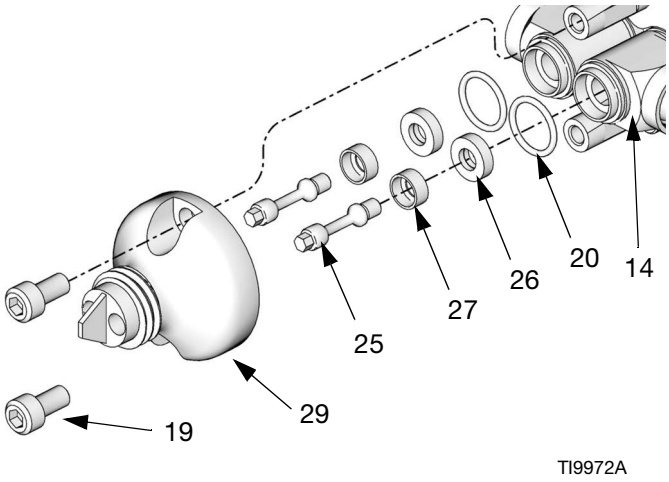
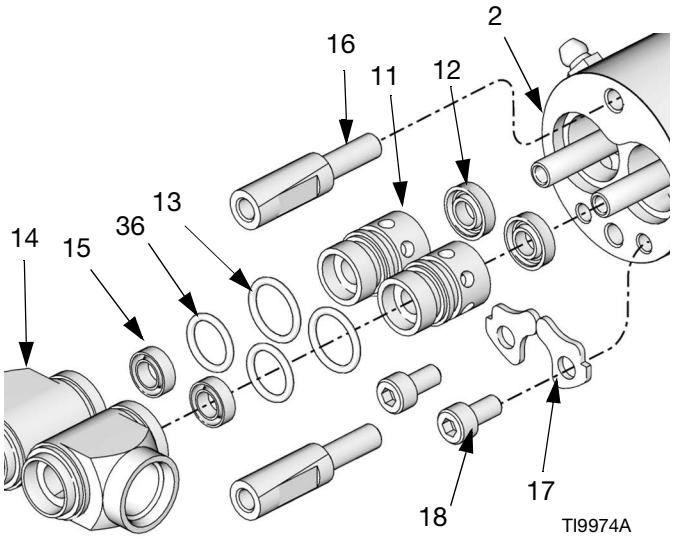

FIG. 5
FIG. 7
3. Skruva bort de två nosstyckeskruvarna (19) och dra bort nosstycket (29) från ventilen. Ta bort nålsätena (27) och o-ringarna (20) på modellerna 255179 och 255181. Se FIG. 5.
4. **Endast 255179 och 255181:** Skruva bort nålen (25) med en 5/32 tum (4 mm) hylsa. Sätt i en dymling i hålet i axeln (5) om den roterar så att den hålls fast och skruva sedan ur nålen. Dra av tätningen (26) från nålen. Gör om för den andra nålen (25).
5. Skruva bort de två vätskehusskruvarna (18) och klämmorna (17) från vätskehuset (14). Dra av vätskehuset (14) från luftcylindern (2) Se FIG. 7.
6. Ta bort lagringarna (11), lager-o-ringarna (36, 13) och de sekundära vätsketätningarna (12, 15).
1. Smörj lagren (11), o-ringarna (13, 36) och tätningarna (12, 15). Sätt på o-ringarna (13, 36) på lagringarna. Sätt försiktigt in tätningarna (12) i lagerurtagen med läpparna vända in i lagringen. Sätt i tätningarna (15) i lagren med fjädern vänd ut ur huset. Var försiktig så att du inte skadar läpparna. Se FIG. 7.
2. Tryck in lagren (11) i luftcylindern (2).
3. Smörj in vätskehuset (14) och trä det över lagren (11). Installera klämmorna (17) och skruvarna (18). Dra åt till 2,8-3,4 N•m (25-30 in-lb).
4. **255180, 255182, 255900, 255901 och 255902:** Sätt i packningarna (28) och sätena (27).
5. Skruva i nålen (25) och dra åt den till moment 2,8-3,4 N•m (25-30 in-lb). Se FIG. 5.